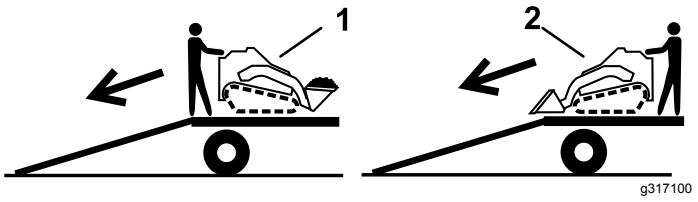

Figur 22
2. Lasta av maskinen från släpet med den tunga änden riktad uppför rampen och håll lasten nära marken (Figur 22).